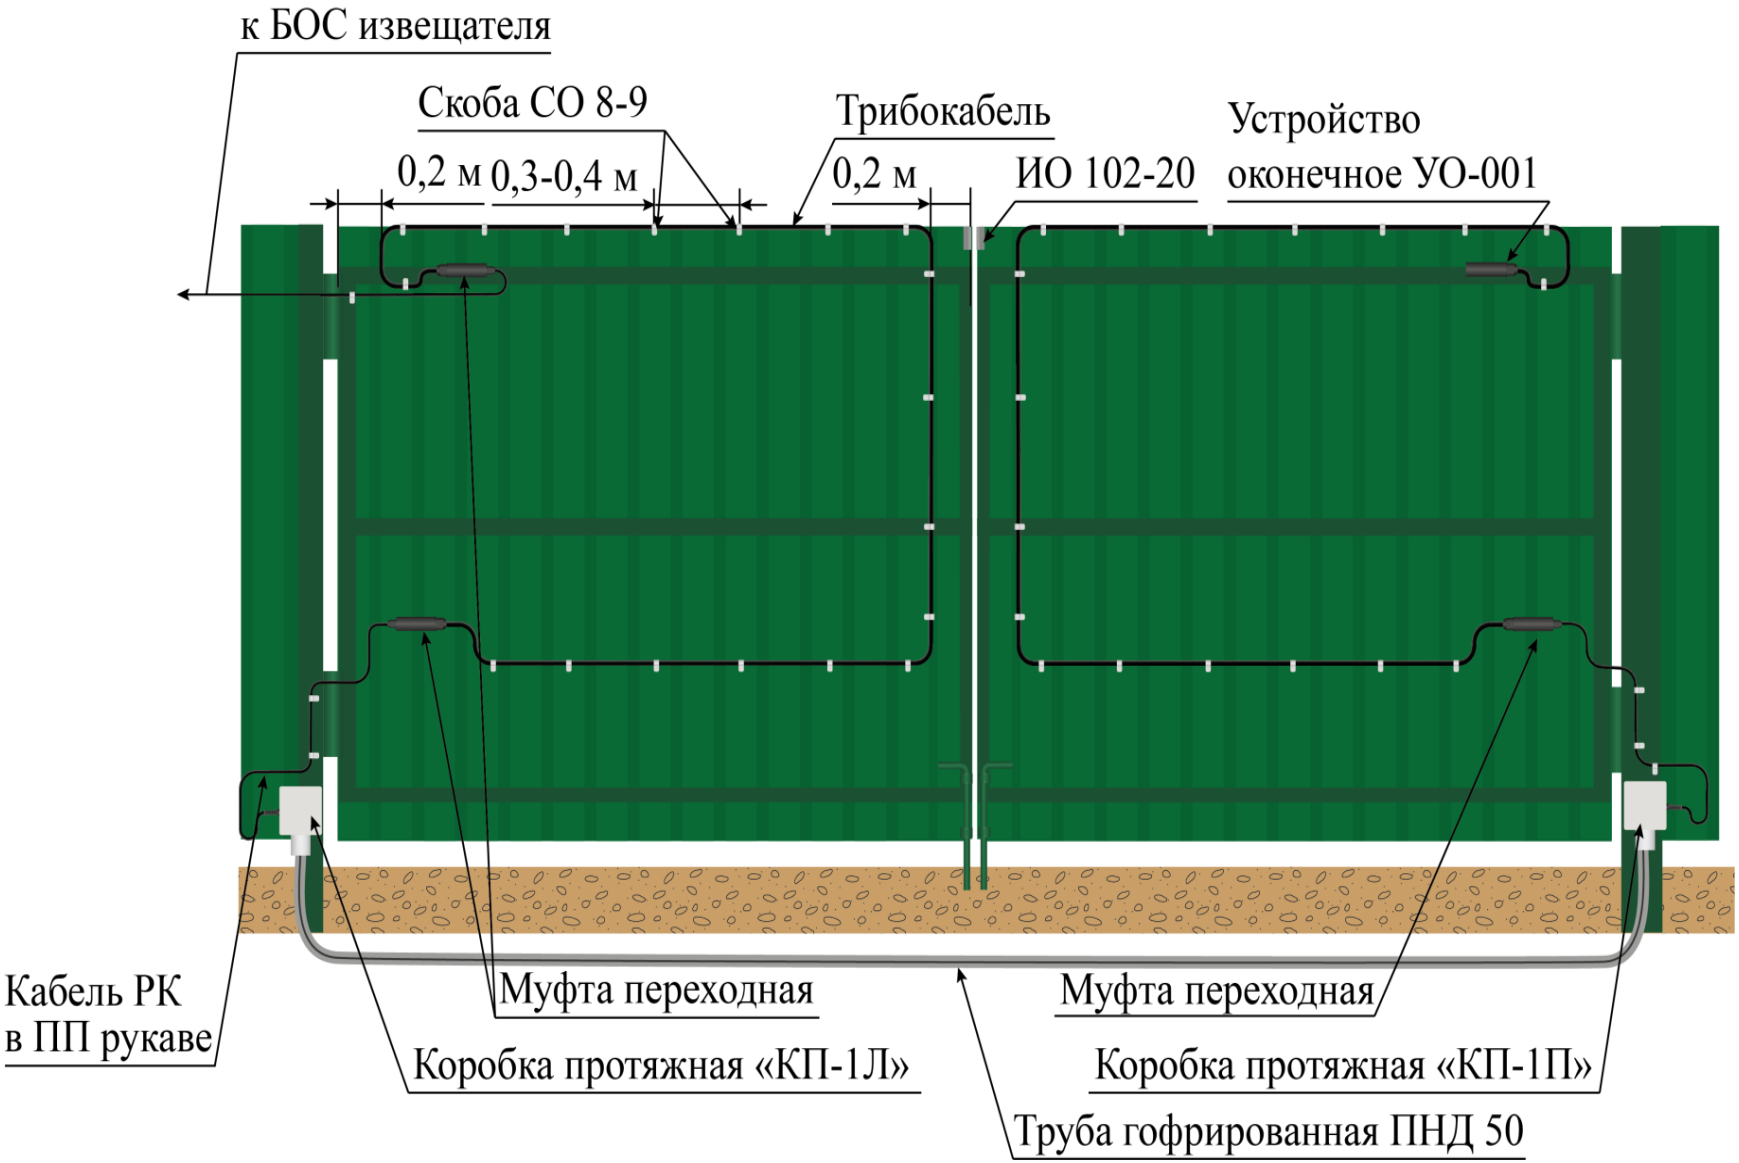

Рисунок 3.3 – Вариант прокладки ЧЭ (трибокабеля) по полотну ворот из профлиста
3.6.2 Монтаж на воротах с полотном из профлиста (рисунок 3.3)